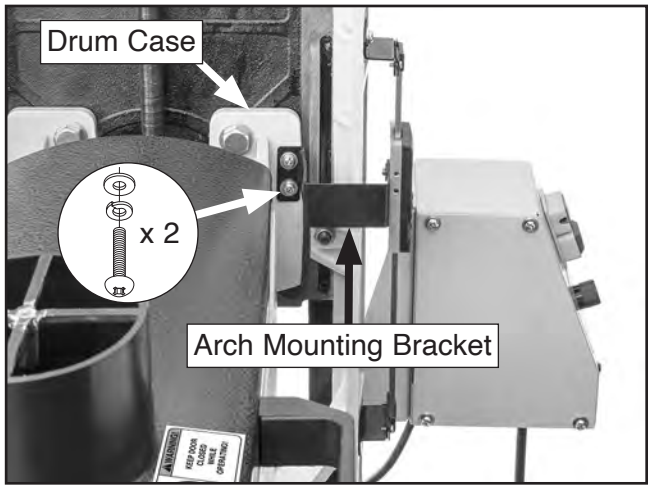

Figure 19. Arch mounting bracket attached to drum case.
18. Attach arch mounting bracket to drum case with (2) M5-.8 x 8 Phillips head screws, 5mm lock washers, and 5mm flat washers (see **Figure 19**).